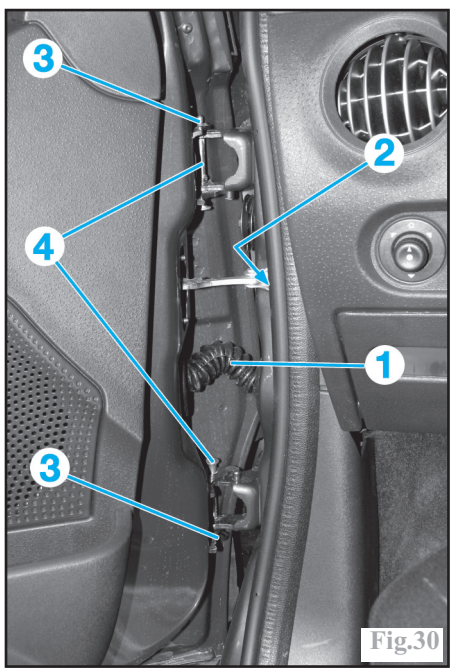

Fig.30
Décliper et débrancher le connecteur électrique (1) de la porte (Fig.30).